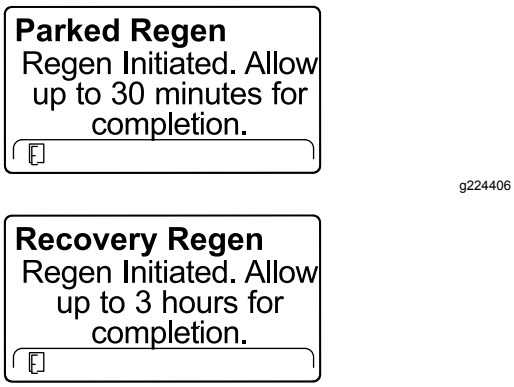

Figur 60
6. InfoCenter viser tid for å fullføre meldingen (Figur 60).